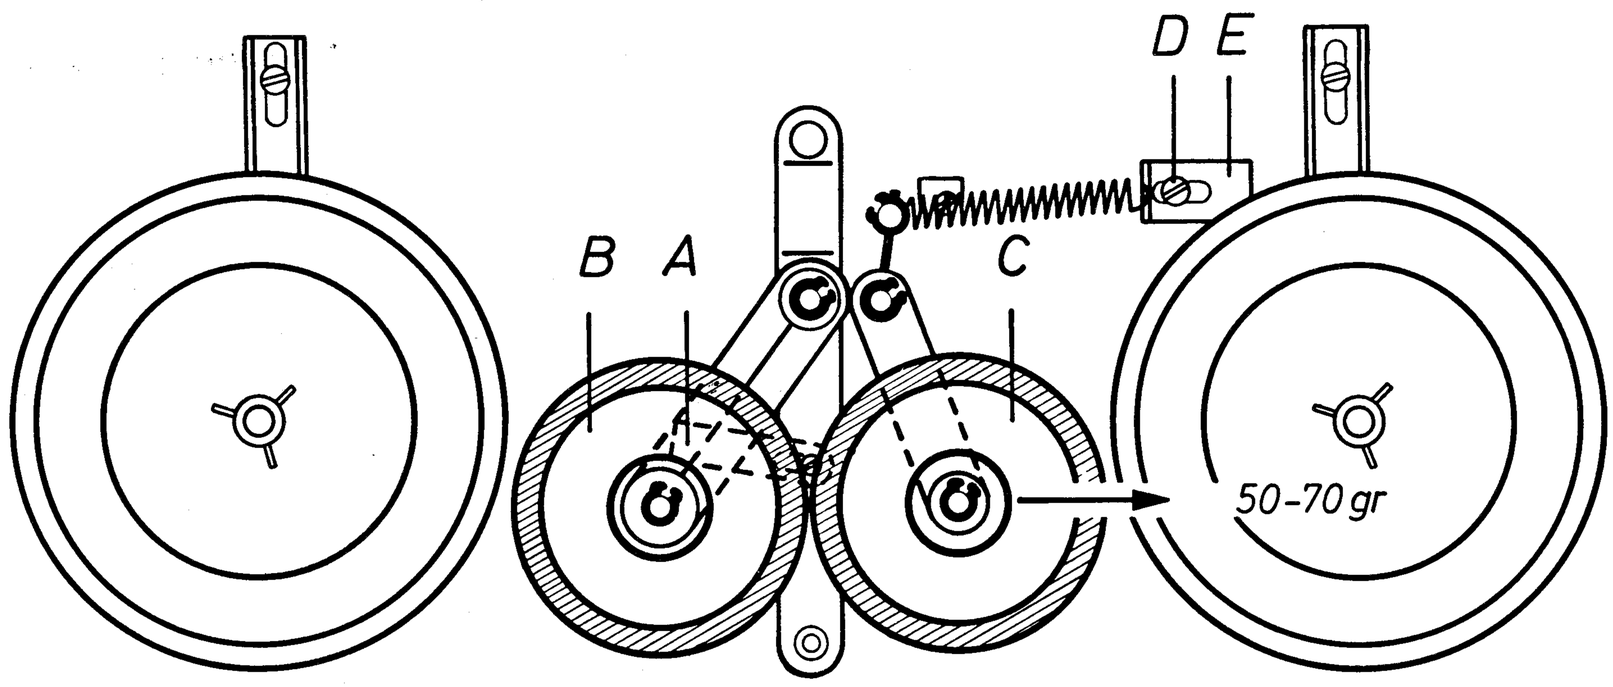

Fig. 10
5. Fast Forward and Rewind (see Fig. 10)